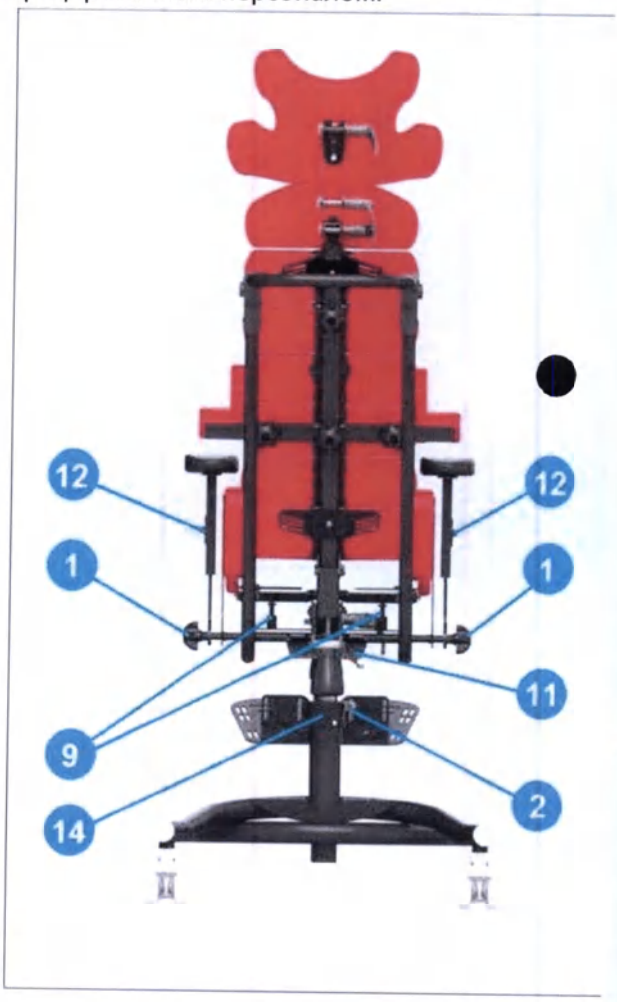

Рис.9
7.1 Регулировка по ширине *Рис. 9.*
7.2 Регулировка по глубине *Рис. 9.*
7.3 Регулировка единой платформы для стоп Sin *Рис. 9.*
7.4 Регулировка угла наклона сиденья *Рис. 9.*
7.5 Регулировка угла наклона спинки *Рис. 9.*
7.6 Регулировка угла единой платформы для стоп Sin *Рис. 9.*
7.7 Регулировка высоты упоров для бедер *Рис. 9.*
7.8 Регулировка спинки *Рис. 9.*
7.11 Тормоза *Рис. 9.*